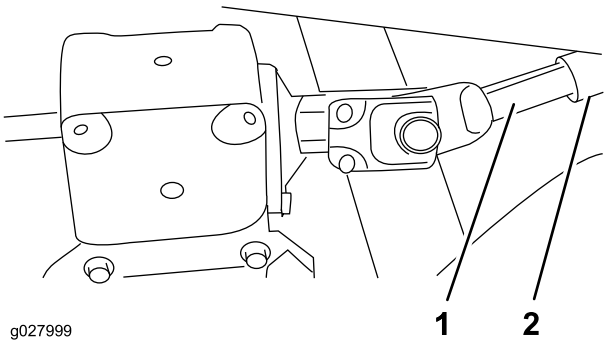

Figura 2
5. Arrestate il motore e allontanate l'elemento di taglio dal trattorino, separando le sezioni maschio e femmina dell'albero della presa di forza (Figura 2).